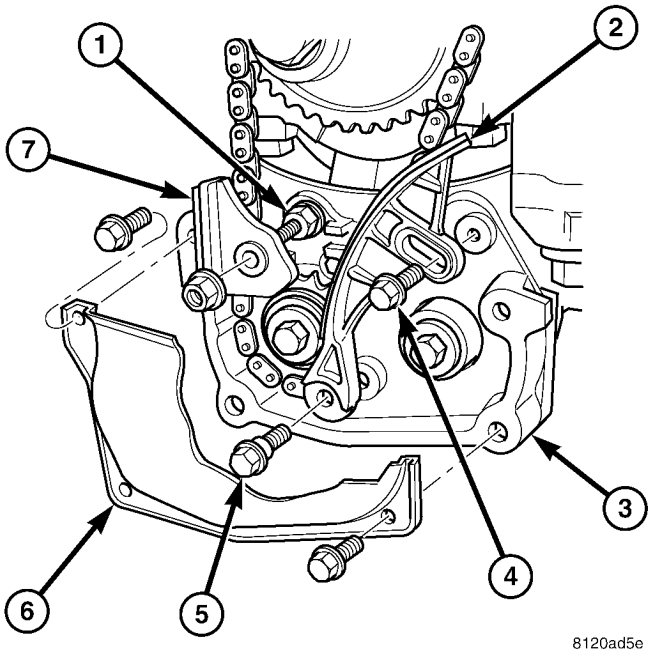

Fig. 135 Chain Cover, Guide and Tensioner
(1) Drain engine oil.
(2) Remove the oil pan and pick-up tube (Refer to 9 - ENGINE/LUBRICATION/OIL PAN - REMOVAL).
(3) If replacing crankshaft sprocket, remove oil pump (Refer to 9 - ENGINE/LUBRICATION/OIL PUMP - REMOVAL).
(4) Remove chain cover, guide and tensioner. Discard pivot screw and adjuster screw. (Fig. 135).
(3) Remove chain cover, guide and tensioner (Fig. 135).